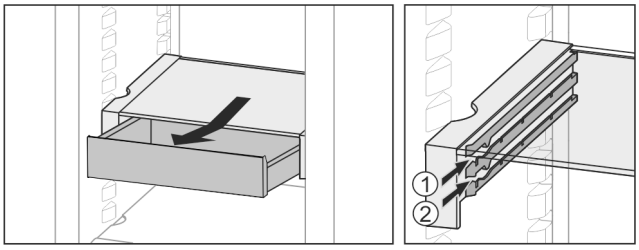

*Fig. 20*
▶ Slide back at the height you want *Fig. 20 (1)* or *Fig. 20 (2)*.